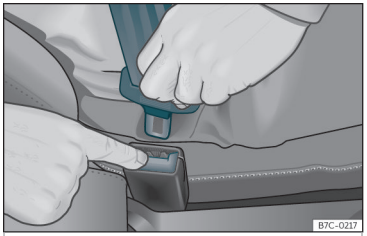

Fig. 10 Release the seat belt's buckle.
- Press the red button on the buckle ››› **Fig. 10**. The latch plate is released from the buckle.